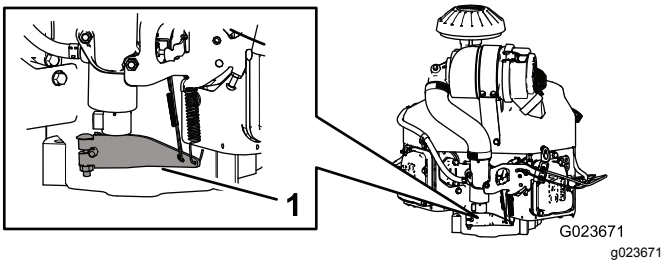

Рисунок 66
3. Нажмите подпружиненный конец рычага регулятора оборотов вниз (Рисунок 66).